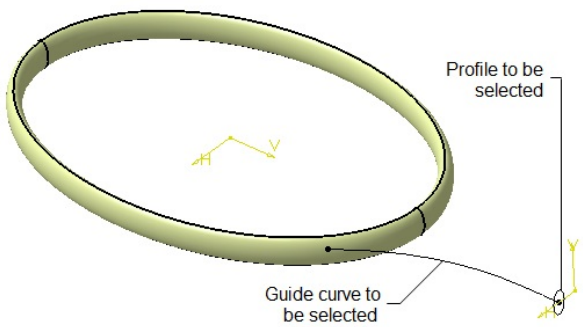

Figure 10-77 *The profile and the guide curve to be selected*
3. Select the profile to be swept from the geometry area, as shown in Figure 10-77; you are prompted to select a guide curve.